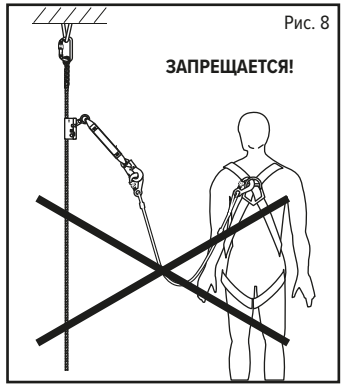

Рис. 8
- присоединять другие дополнительные элементы между захватом и элементом крепления (рис. 8).